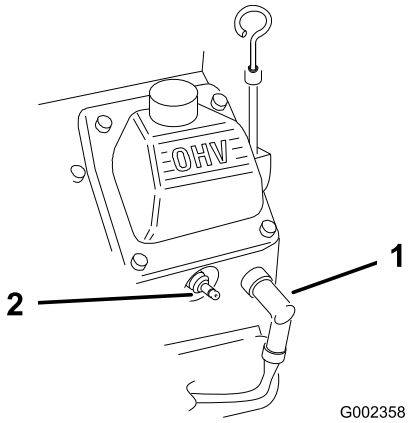

Figur 24
2. Lossa kablarna från tändstiften (Figur 24).